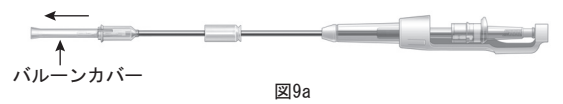
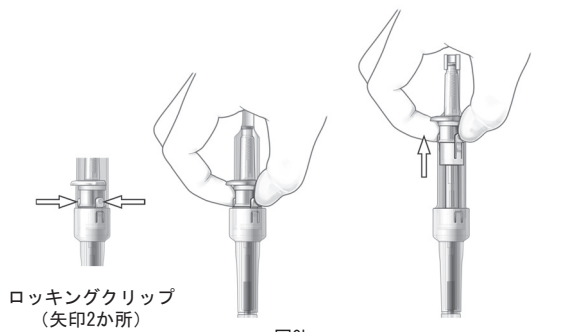

図9a
図9b
12. バルーンカテーテルからバルーンカバーを外します。バルーンが前に移動していないことを確認します（図9a）。バルーンが前に移動している場合は、ロッキングクリップをつまんで、バルーンを完全に元に戻します（図9b）。